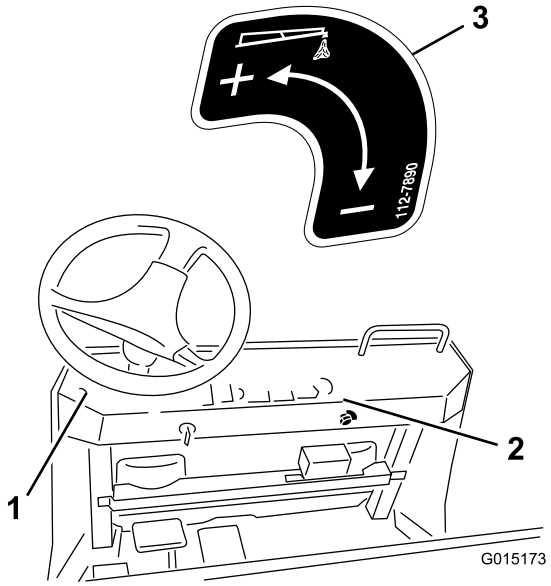

Figuur 21
10. Breng de sticker aan zoals afgebeeld op Figuur 21.